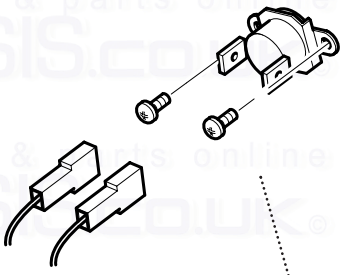

Fig. 47
13.4 Flow Temperature Thermistor and Safety Thermostat (Fig. 47)